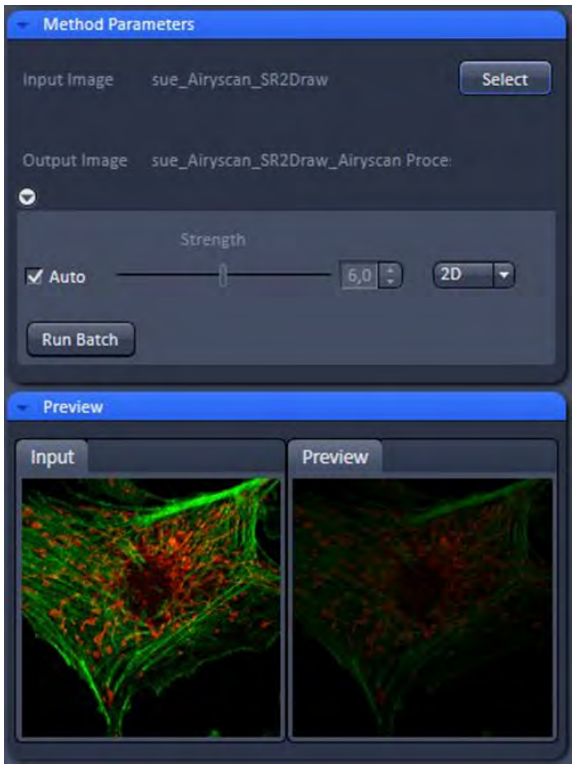

Fig. 393 Airyscan Processing tool: Method Parameters, Auto
For changing the parameter, uncheck the **Auto** function and use the slider or editing box to set a new value (Fig. 393).
- Klick on the open image you want to process and press **Select** (Fig. 393) in the method parameters dialogue. Make sure the right image is visible in the input window.